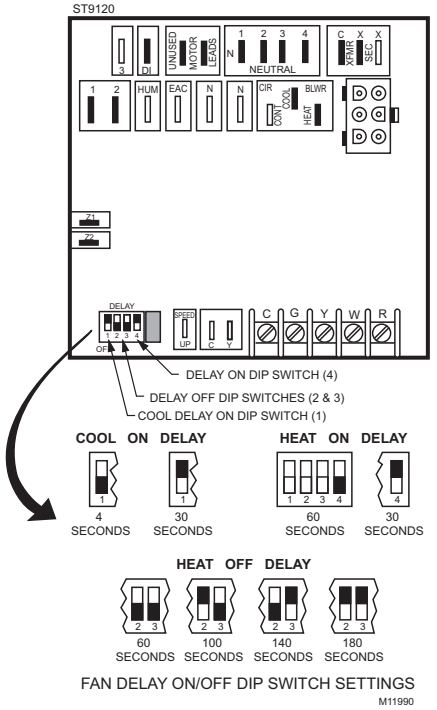

Fig. 8. Setting heat fan-on, heat fan-off and cool fan-on delay DIP switches.
*Heat fan off delay setting may need adjustment based on performance. See Figure 8 to adjust timings.